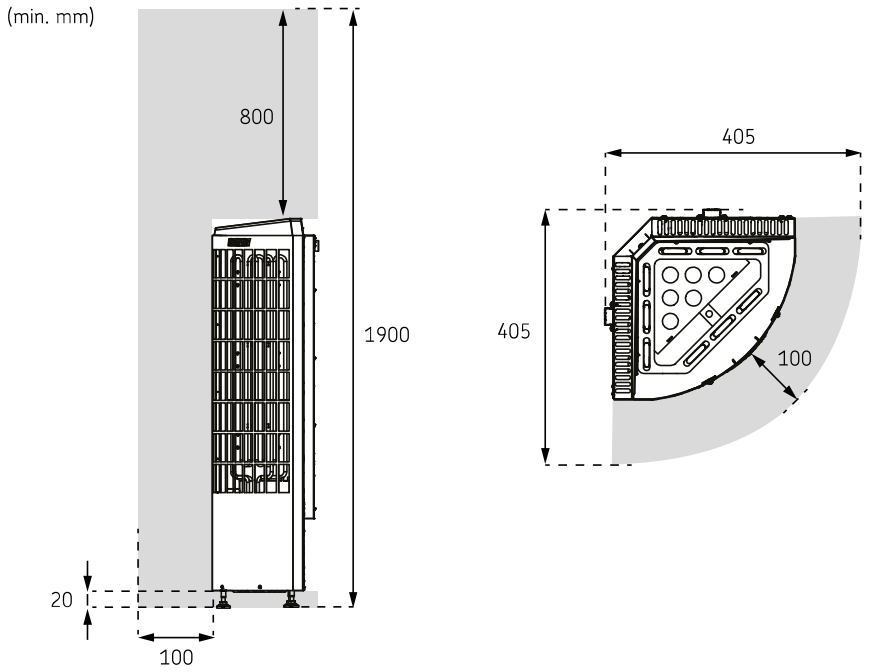

Bild 1. Säkerhetsavstånd
- Minsta skyddsavstånd till brännbart material visas i bild (>> Bild 1. Säkerhetsavstånd).
- Om ett skyddsräcke är monterat runt bastuaggregatet måste de säkerhetsavstånd som anges i bild (>> Bild 1. Säkerhetsavstånd) eller i monteringsanvisningen för skyddsräcket följas.